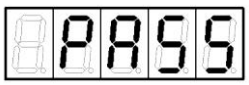

Рисунок 2
1. Нажать кнопку ↵. На индикаторе высветится слово "PASS" (рисунок 2).